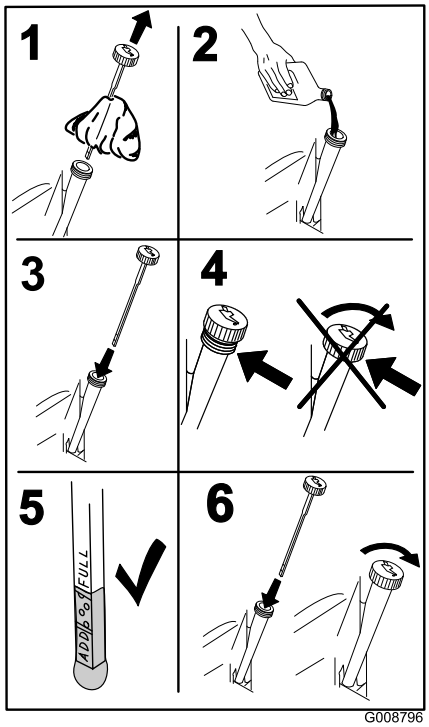

Figur 38
5. Hæld langsomt ca. 80 % af den foreskrevne olie i påfyldningsrøret, og tilsæt langsomt ekstra olie, så oliestanden når op til mærket **Full** (fuld) (Figur 38).